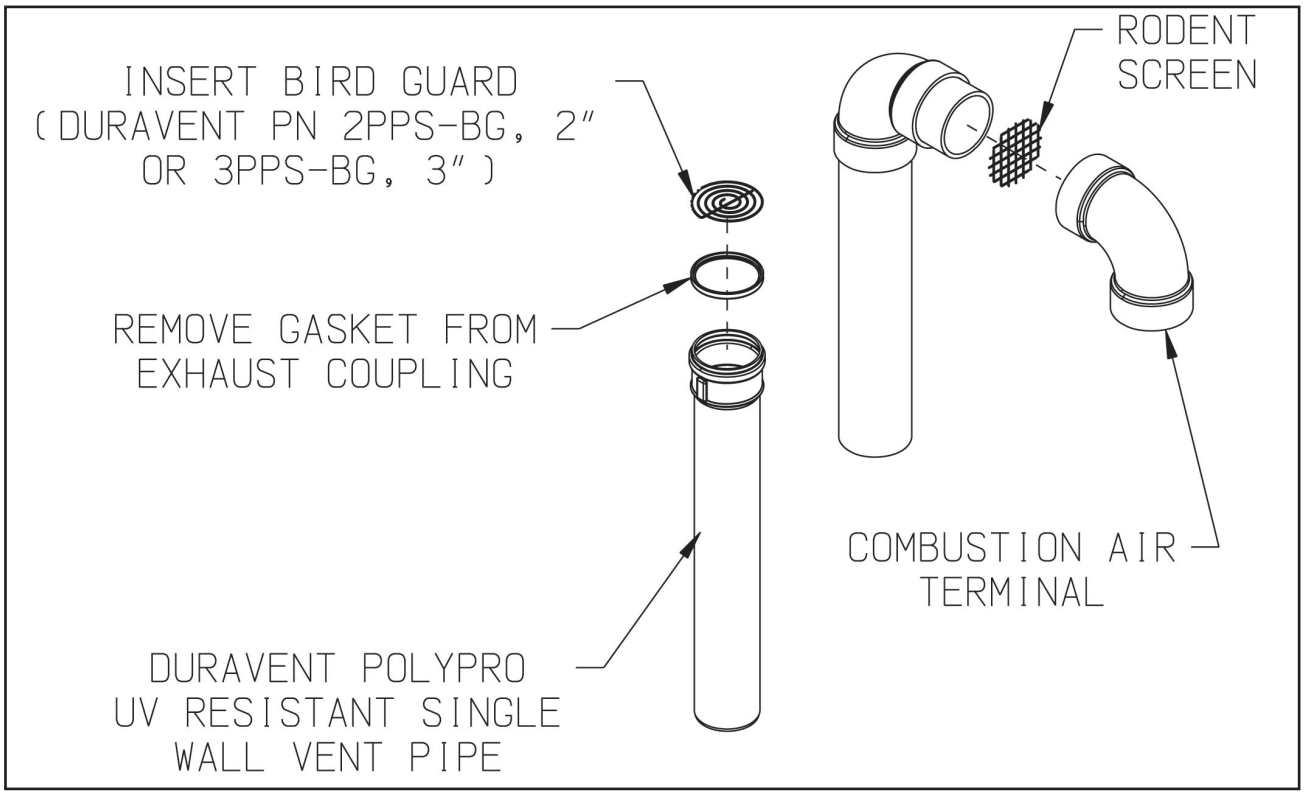

Figure 7.37: Installation of Duravent PolyPro UV Resistant Single Wall Vertical Terminal
a. See Figure 7.37 for the proper orientation of twin pipe vertical terminals.
c. A 180° bend (or two 90° elbows) are installed on the top of the air intake pipe. If two 90° elbows are used, the rodent screen provided can be installed between them (Figure 7.37). If a 180° bend is used, install the rodent screen in the open side of the bend, using a ring made of PVC pipe. If desired, the termination fittings can be attached to the end of the intake pipes with field supplied stainless steel screws so that they can be later removed for cleaning and inspection. If this is done, drill a clearance hole in these fittings and a tap hole in the end of the intake pipes to accept these screws.